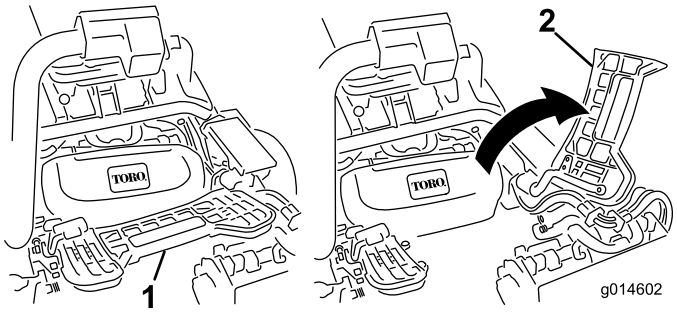

Figur 32
2. Løft opp fothvileren og drei den åpen, slik at man kan komme til midtstillingen til klippeenheten (Figur 32).